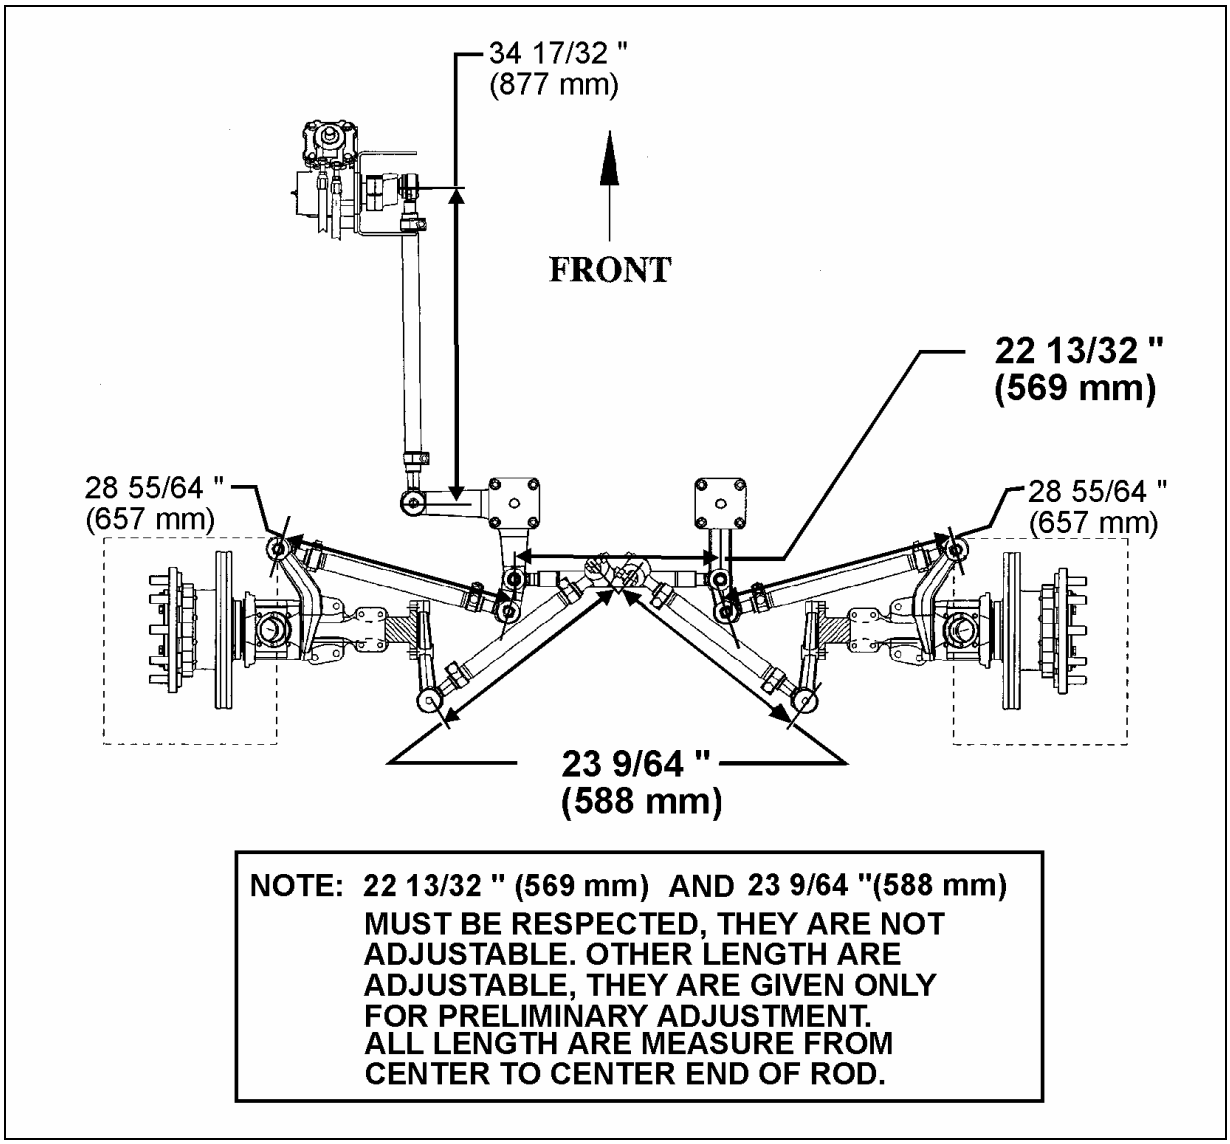

FIGURE 15: STEERING LINKAGE MEASURE 16050
7. Check if the length of the torque rod is 23 9/64" (588 mm) (Fig. 15). Check if the length of the relay rod is 22 13/32" (569 mm)